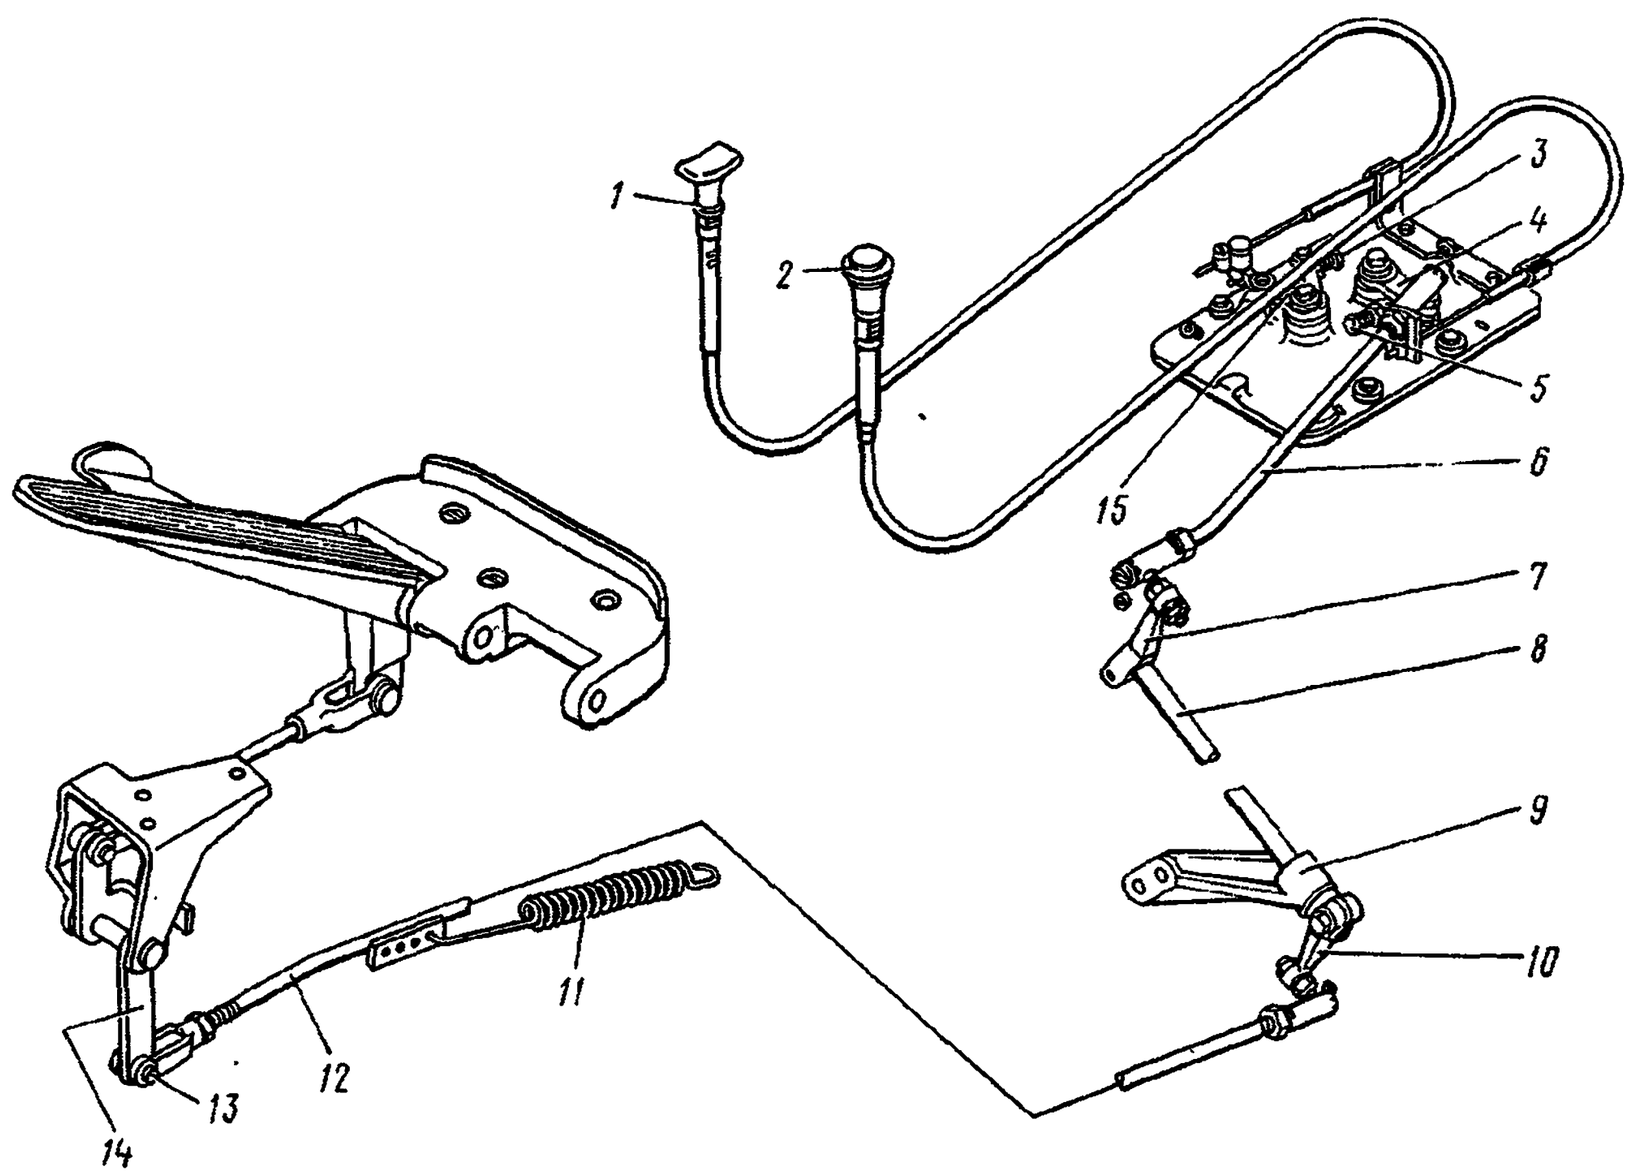

Рис. 6. Привод управления подачей топлива:
7. Ослабьте винты и отсоедините тяги рукоятки *1* (рис. 6) останова двигателя и рукоятки *2* тяги управления подачей топлива от рычагов останова двигателя и управления регулятором, ослабьте винты на климмерах крепления тяг и отсоедините тяги	Отвертка
28. Соедините тягу *6* (см. рис. 6) с рычагом *4* управления регулятором гайкой с пружинной шайбой	Ключ 13 мм